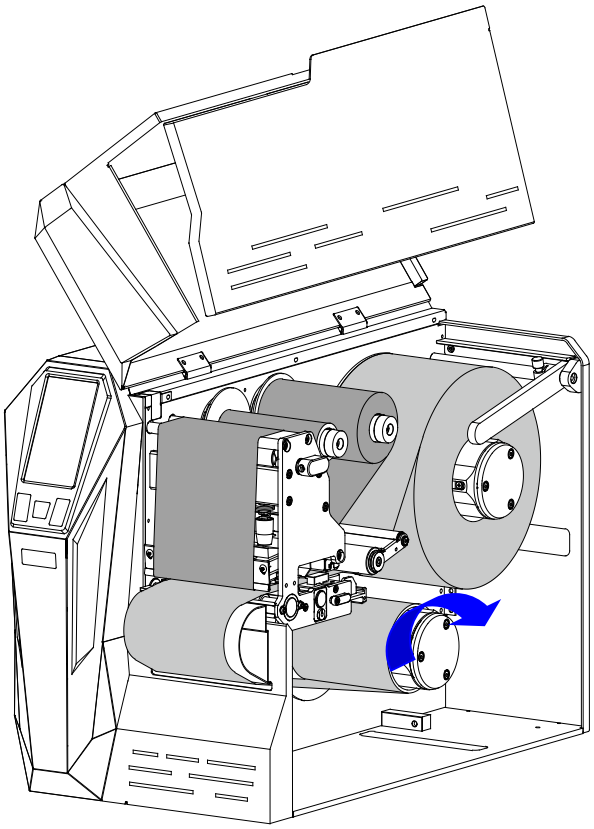

Figure 2-38 Slide the Media Rewind Core on the Rewind Spindle
9. Slide the Media Rewind Core on the Rewind Spindle and push it firmly against the stop plate. Turn the Rewind Spindle until the media is tightly wound, as shown in Figure 2-38.
2. Check the LAN information. See Figure 2-38.